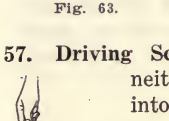

Fig. 63.
56. Dowel Pointing.—In making a doweled glue joint, it is best to round the ends of the dowels before forcing them in place. This may be done with a knife or similar tool, but a dowel pointer is most efficient. A dowel pointer is held in a brace and with it the dowels may be rounded off or pointed. See Fig. 63.